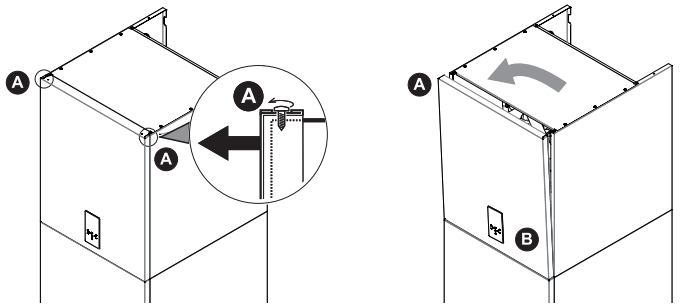

fig. 15 - front panel dismounting
- Partially unscrew the screws A (see “fig. 15 - front panel dismounting”).
- Pull the panel B out and release it from the upper fixings (see “fig. 15 - front panel dismounting”).